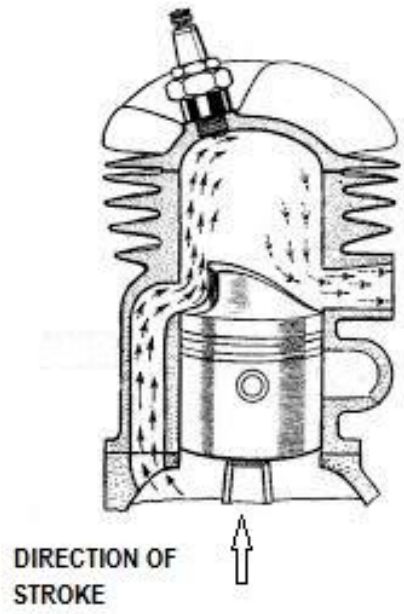

FIGUUR 2
6.2 Verwys na die tweeslag-petrolenjin in FIGUUR 2 hier onder en beantwoord die vraag.
Noem die fase(s) wat in die tweeslag petrolenjin in FIGUUR 2 aangedui word. (2)
6.3 Noem EEN funksie van 'n turbo in die silinder van 'n petrol of dieselenjin. (1)